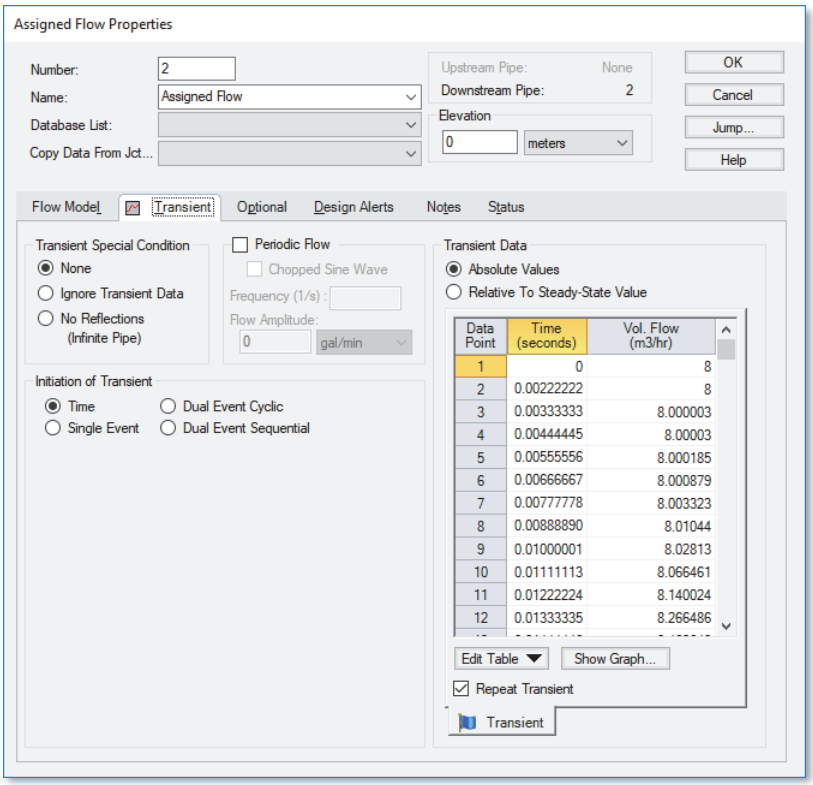

Figure 6.14 Assigned Flow Properties with forcing function applied to J2. Choosing "Show Graph…" under the data shows this in graphical form.
5. Open J2 to verify that the numerical “ring” has been applied to the transient (see Figure 6.14 for the transient input). This transient is a brief jump in flow rate at junction J2.